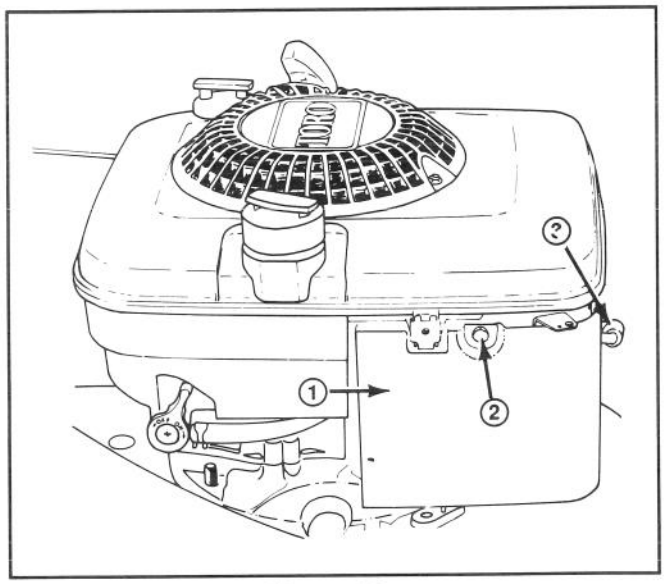

Figure 15
2. Remove screw securing air cleaner cover to engine (Fig. 15). Lift off air cleaner cover and clean cover thoroughly.